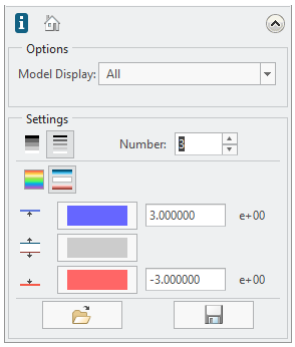

Figure 16-9 *Partial view of the expanded* ***Color Scale*** *dialog box*
5. Change the value of the draft to **3** in the **Draft** edit box in the **Draft Analysis** dialog box if not set by default. Next, expand the **Color Scale** dialog box by choosing the down arrow at the bottom right corner and then change the value in the **Number** edit box of the **Settings** area to **3**, as shown in Figure 16-9.